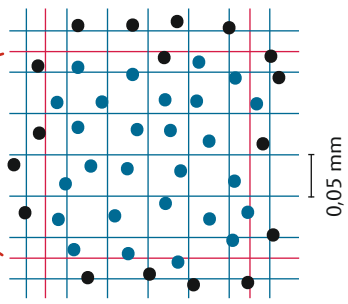

Figur 3. De sorte celler tælles ikke med.
8. Hvis en celle rører ved den nederste eller den højre grænselinie, skal den tælles med, men ikke hvis den ligger på den øverste eller venstre. Det er altså kun de blå celler på figur 3, som tælles med.